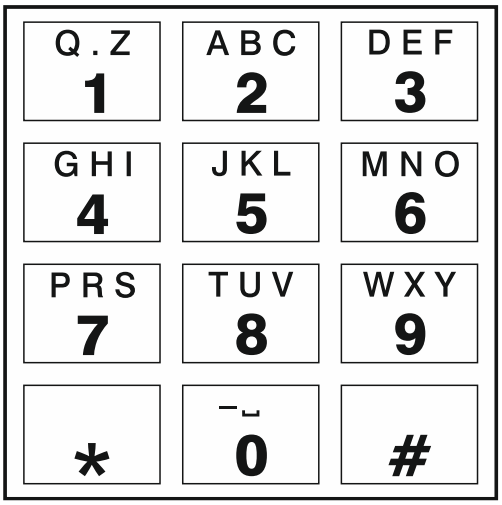

Rys. 54. Przydział znaków alfanumerycznych do klawiatury telefonu.
- każdemu klawiszowi numerycznemu odpowiadają trzy litery (rys. 54);